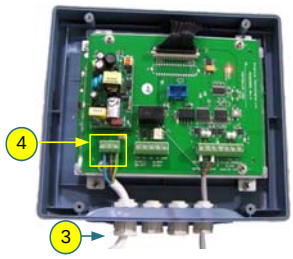
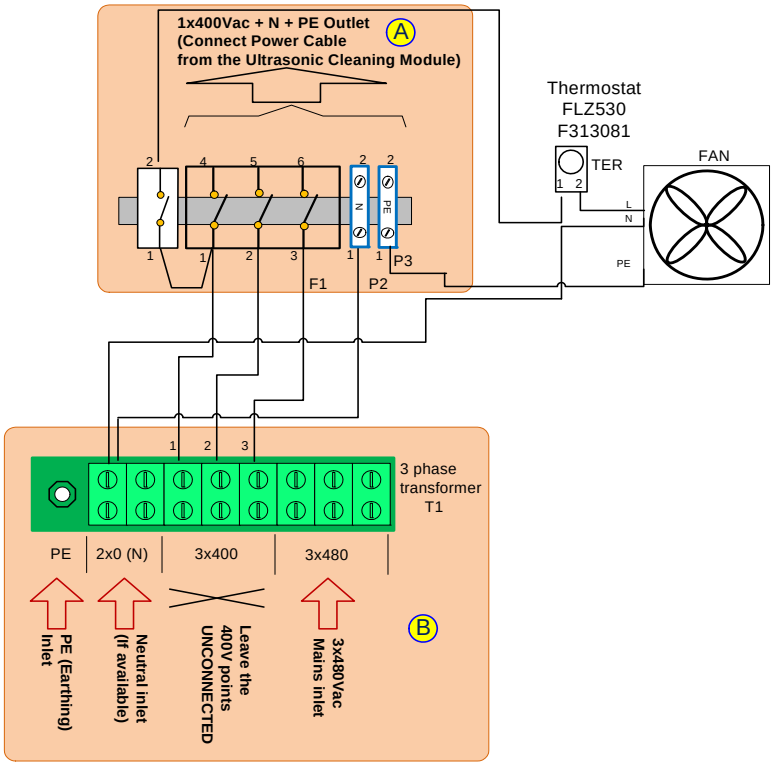

Figure 5-43: Control Module's Circuit Board Power Connections
Figure 5-44: Typical Power Module Connection to the Mains
Step 2. Thread the other end of the cable (marked **Y** in **Figure 5-43** and **Figure 5-44** above) through an available gland **(C)** in the Power Module frame.
Step 2. Use **A** in the diagram above and Figure 5-44, ***Typical Power Module Connection to the Mains***, on page 84 to connect a Power cable from a Connection Box to a Power Module and the Power cable from the Ultrasonic Cleaning Module.